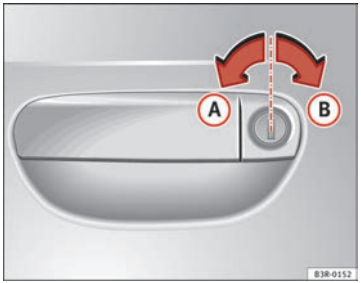

Fig. 70 Turning the key to enable the open and close functions
– To unlock the vehicle, turn the key in the driver door to position (A) ⇒ fig. 70.
– To lock the vehicle, turn the key in the driver door to position (B) ⇒ fig. 70 ⇒ ⚠.
To do so, turn the key in the driver door **twice** in quick succession to position (B) ⇒ fig. 70.